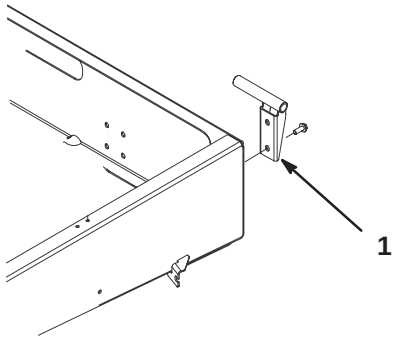

Figur 8
2. Monter det venstre aksebeslag på stellets bageste venstre hjørne med to flangeskruer (3/8 x 1 tomme). Placer beslaget som vist i figur 8.